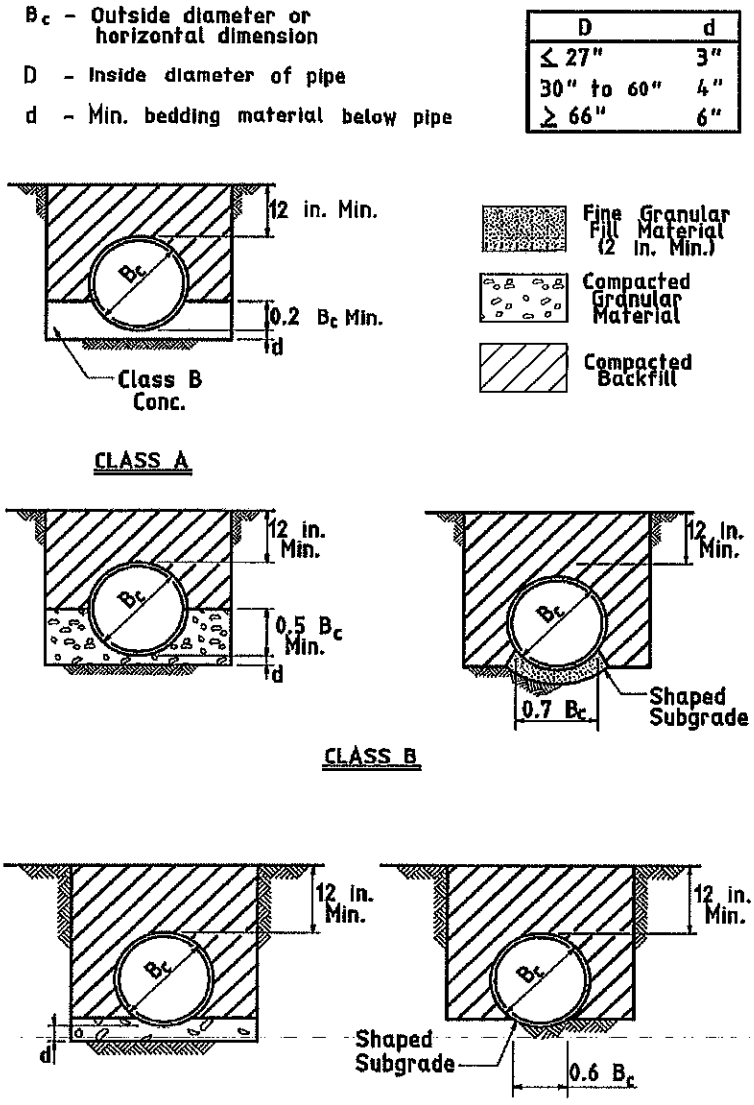

Figure 1
3.2. **Shaping and Bedding.** Place at least 2 in. of fine granular material for precast box sections on the base of the excavation before placing the box sections. Use bedding as shown in Figure 1 for pipe installations. Use Class C bedding unless otherwise shown on the plans. The Engineer may require the use of a template to secure reasonably accurate shaping of the foundation material. Undercut the excavation at least 4 in. where cement-stabilized backfill is indicated on the plans and backfill with stabilized material to support the pipe or box at the required grade.